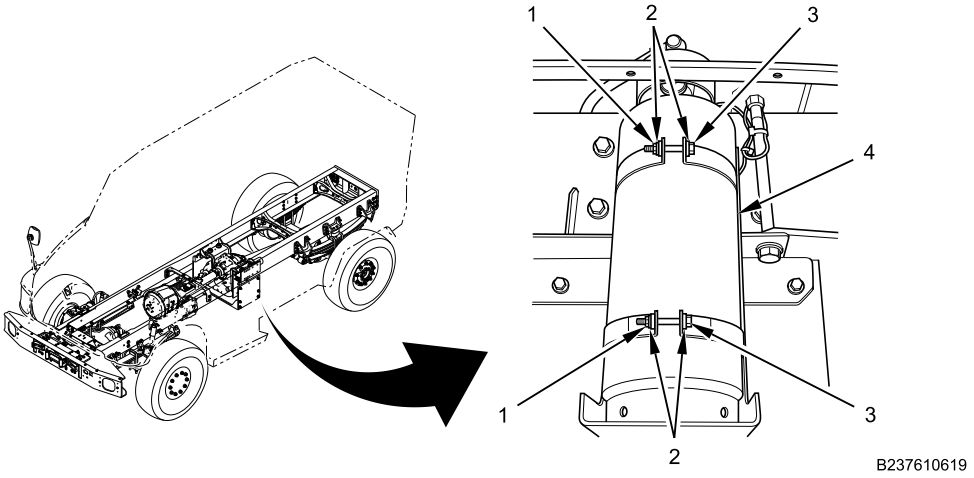

Figure 1. FSS Cylinder Mounting.
1. Remove upper and lower FSS cylinder mounting bolts (Figure 1, Item 3), nuts, (Figure 1, Item 1) and washers (Figure 1, Item 2) from both sides of transfer case.
2. Reposition both FSS cylinders (Figure 1, Item 4) away from bracket and support with cable lock straps or equivalent.